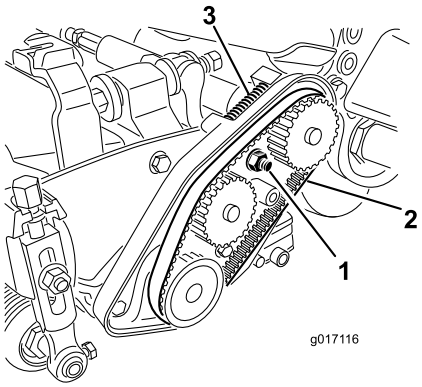

Figuur 42
A. Draai de montagemoer van de lagerbehuizing los (Figuur 42).
C. Verwijder vuil uit het riemcompartiment en uit de buurt van de drukveer (Figuur 42).